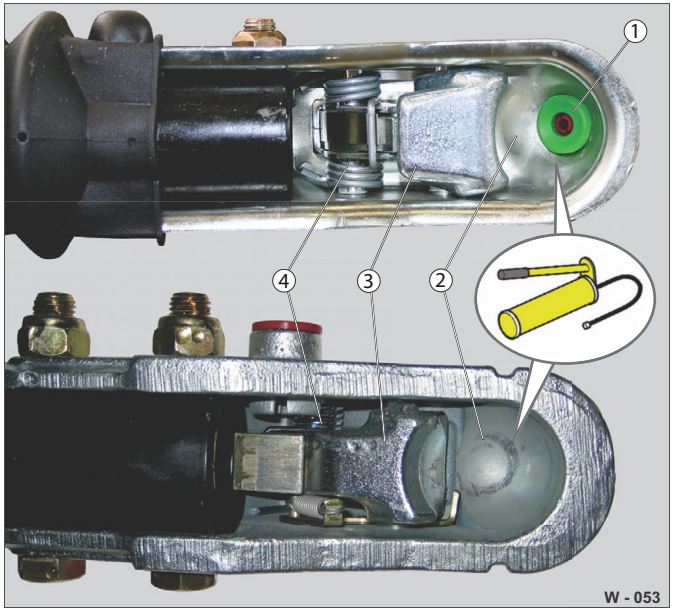

Abb. 42 Spojovací zařízení typu koule: pohled zespodu
- ▶ Překontrolujte opotřebení kaloty (Abb. 42/2) a pláště spojky (Abb. 42/3).
- ▶ Nechejte spojovací zařízení typu koule v případě silného opotřebení, resp. špatné funkce pružinového mechanismu (Abb. 42/4) vyměnit.